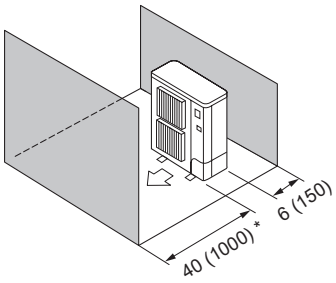

Fig. 2-10
⑤ Obstáculos en la parte delantera y trasera (Fig. 2-10)